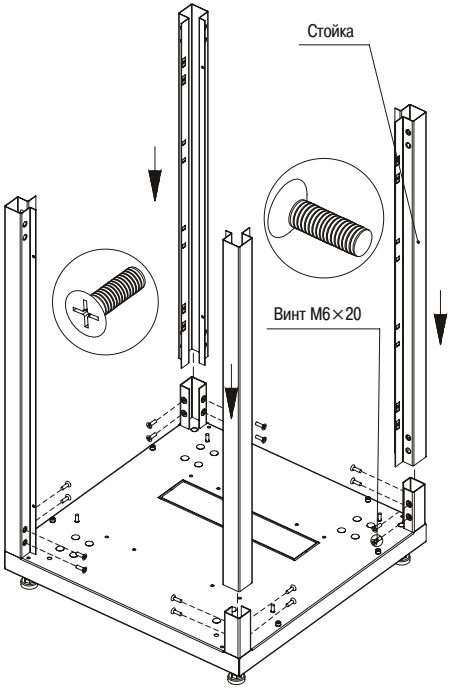

Рисунок 3 – Установка стоек
3.1.3 Извлеките из четвертого места стойки. Вставьте стойки в основание с опорами и закрепите винтами М6×20 с потайной головкой (рисунок 3).